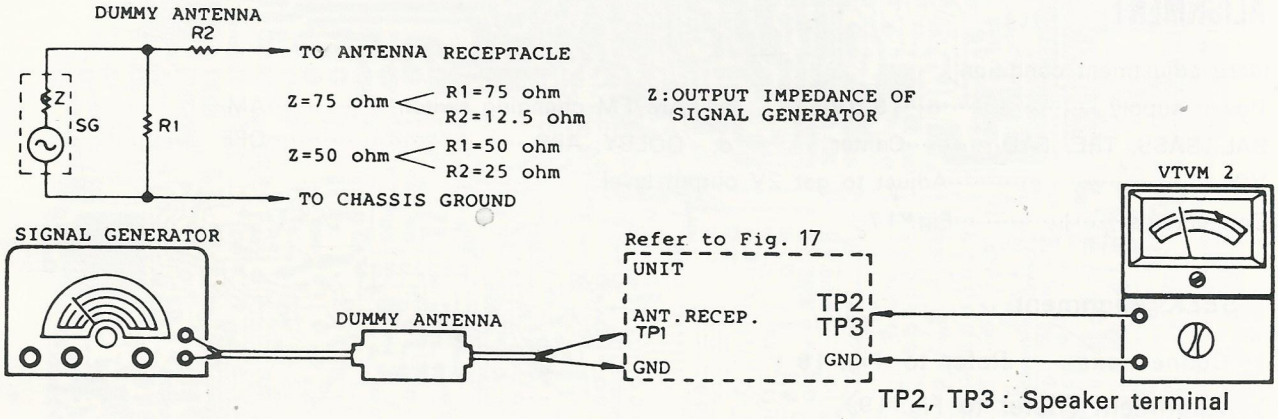

Fig. 18
(1) Connections Refer to Fig. 18